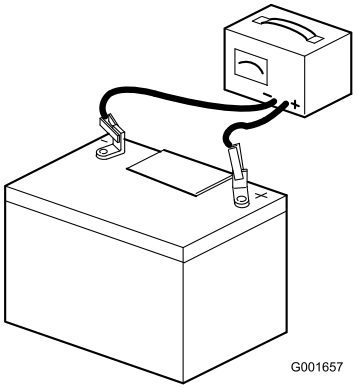

Figur 39
2. Slut en 3-4 ampere batterioplader til batteripolerne (Figur 39). Oplad batteriet ved 3-4 ampere i 4-8 timer.